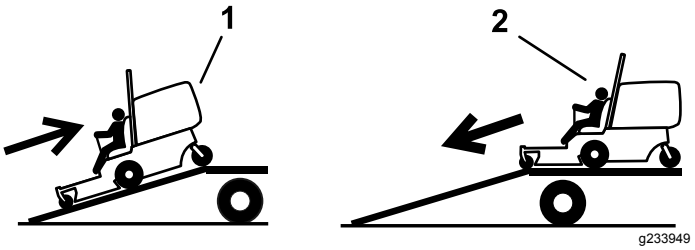

Figur 29
4. Backa maskinen uppför ramper (Figur 29).
2. Kör maskinen framåt nedför ramper (Figur 29).